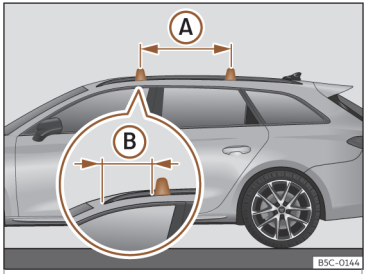

Fig. 137 Punti di fissaggio delle barre longitudinali per il portapacchi sul tetto (Leon Sportstourer).
Le barre trasversali vanno montate sulle barre laterali del tetto››› **fig. 137**. La distanza tra le barre trasversali (A) dovrà essere di circa 75 cm e la distanza tra la barra trasversale anteriore e il supporto anteriore della barra laterale del tetto (B) dovrà essere di 30 cm.